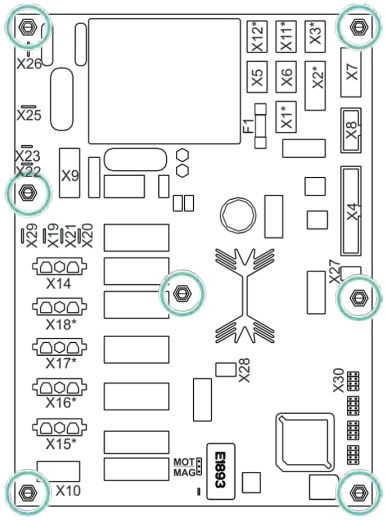

Fig. 39: Supply board
5. Loosen the 7 hex nuts (M5) on the supply board (A1) and remove (*Fig. 39*).
2. Insert the fastening screws of the supply board (A1) and firmly tighten (*Fig. 39*).